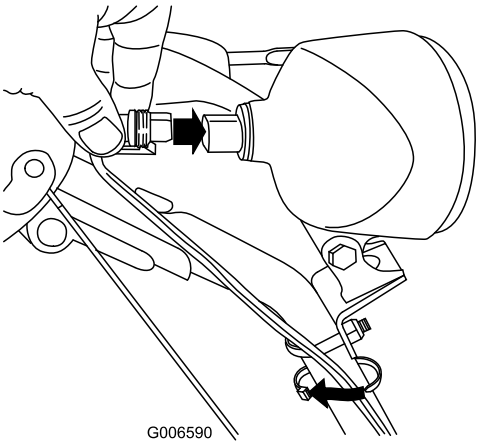

Figur 66
6. Skjut in kabelkontakten rakt in i strålkastarens baksida tills den sitter fast ordentligt (Figur 66).